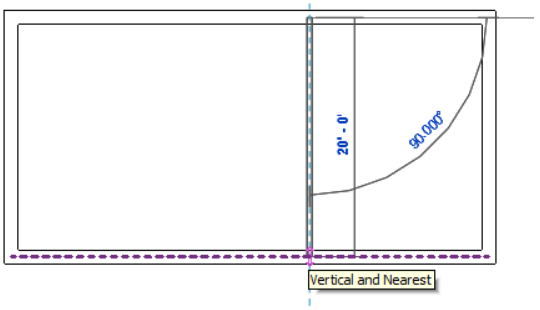

Figure 3-57 *Specifying the endpoint of the first interior wall segment*
3. Next, move the cursor vertically downward near the lower exterior wall segment. When the **Vertical and Nearest** symbol appears, as shown in Figure 3-57, click to specify the location of the endpoint of the wall segment; the first interior wall segment is sketched.